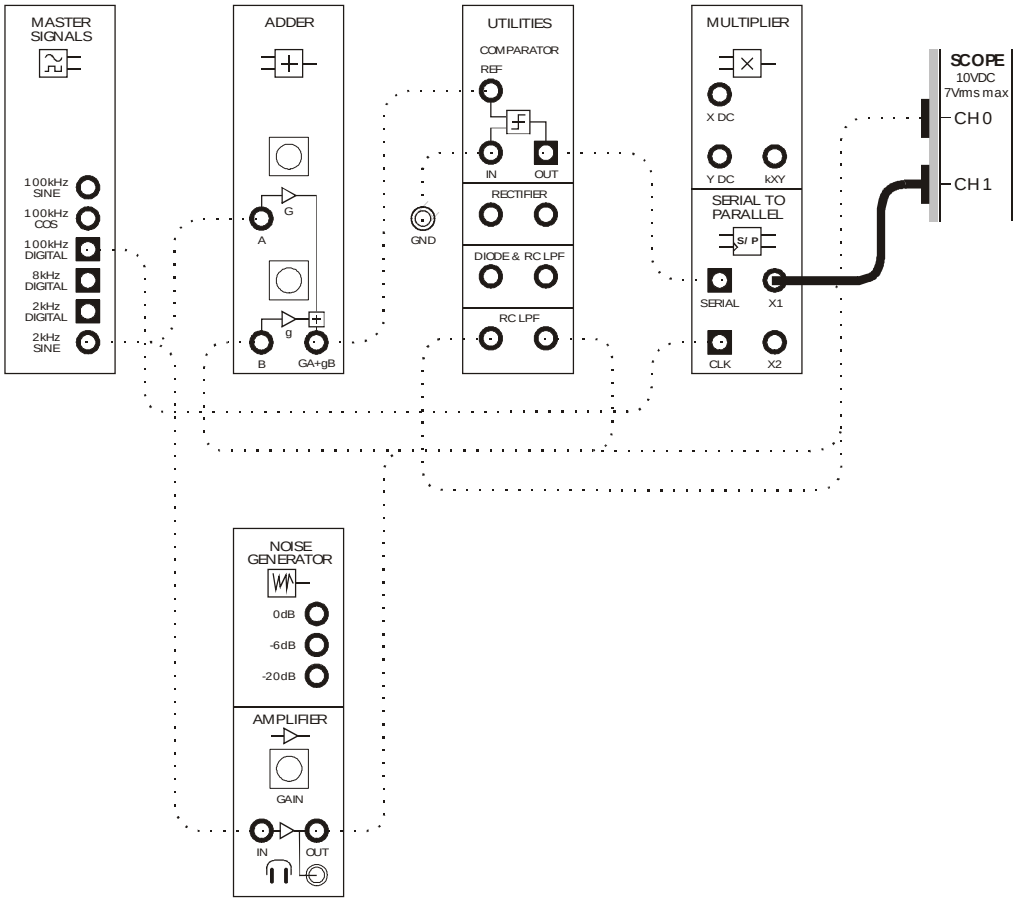

Figure 9
20. Modify the scope's Channel 1 connection to the set-up as shown in Figure 9 below.